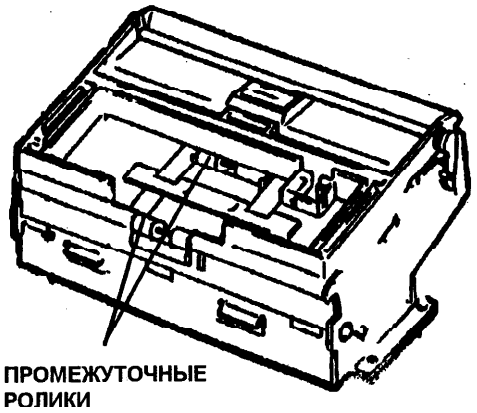

Рис. 3. Промежуточные ролики сканера
- промежуточные ролики подачи и вывода (Рис. 3).